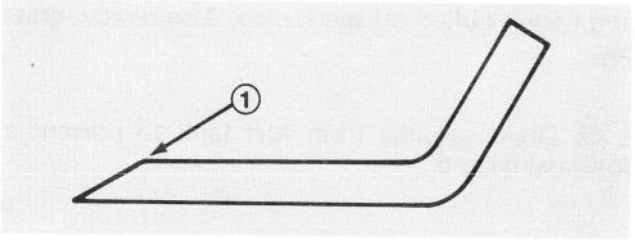

Figure 34
5. Using a file, sharpen cutting edge at both ends of the blade (Fig. 34).
IMPORTANT: Sharpen top side of blade and maintain original cutting angle to assure a sharp cutting edge (Fig. 34). The blade will remain balanced if same amount of material is removed from both cutting edges.